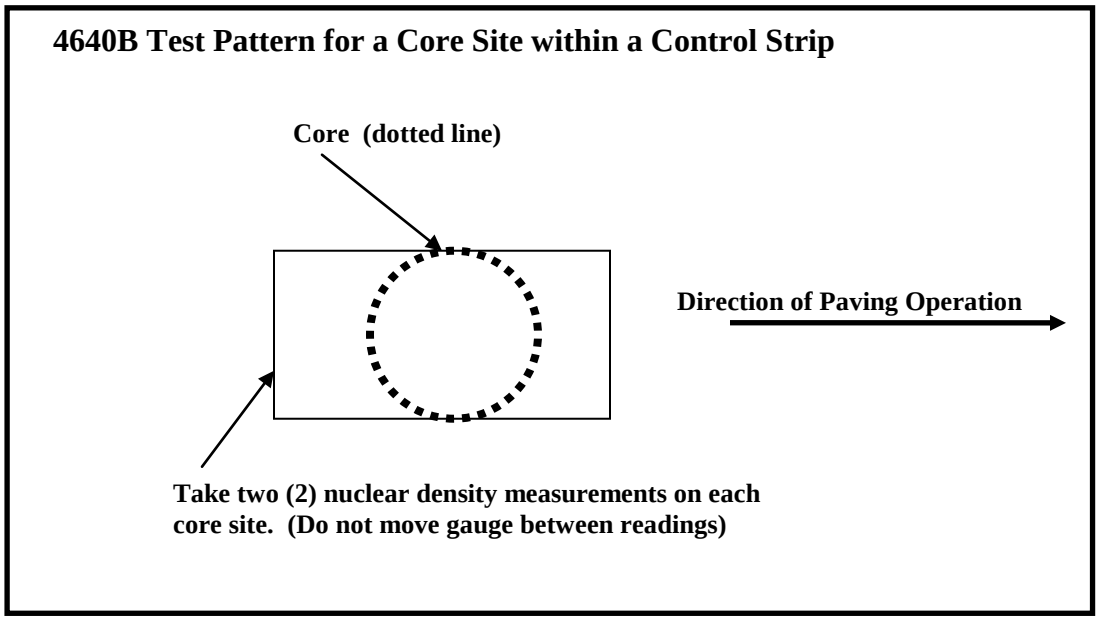

Figure 4
- Ensure the gauge does not "rock." It must remain level and steady. If rocking occurs, find a more suitable test site within a 3 foot radius. If you are taking a measurement at a core site in a Control Strip you may move the gauge up to 12 inches away from the site to level the gauge. Cut the core from within the gauge foot print. Figure 4 shows a typical configuration for obtaining gauge measurements on a core site within a Control Strip.